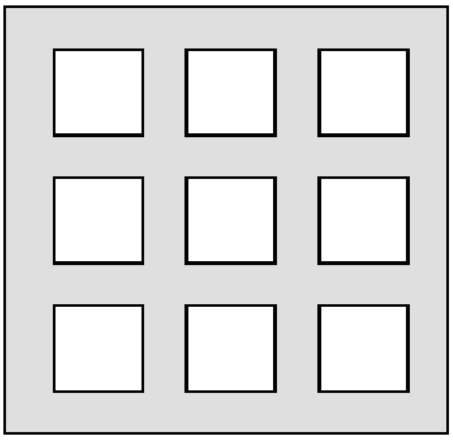

**Figure 26. Solder Paste Application on Exposed Pad**
3. For the PCB thermal pad, solder paste should be printed on the PCB by designing a stencil with an array of smaller openings that sum to 50% of the QFN exposed pad area. Solder paste should be applied through an array of squares (or circles) as shown in Figure 26.